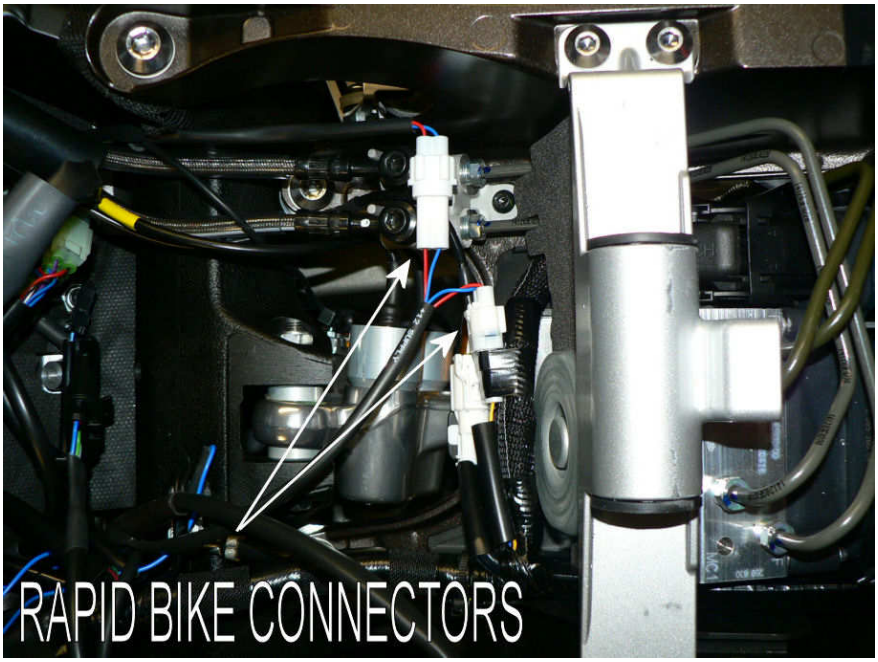

**Fig.10**
16. Die Rapid Bike-Verbinder an die Originalverkabelung anschließen (**Fig.10**).